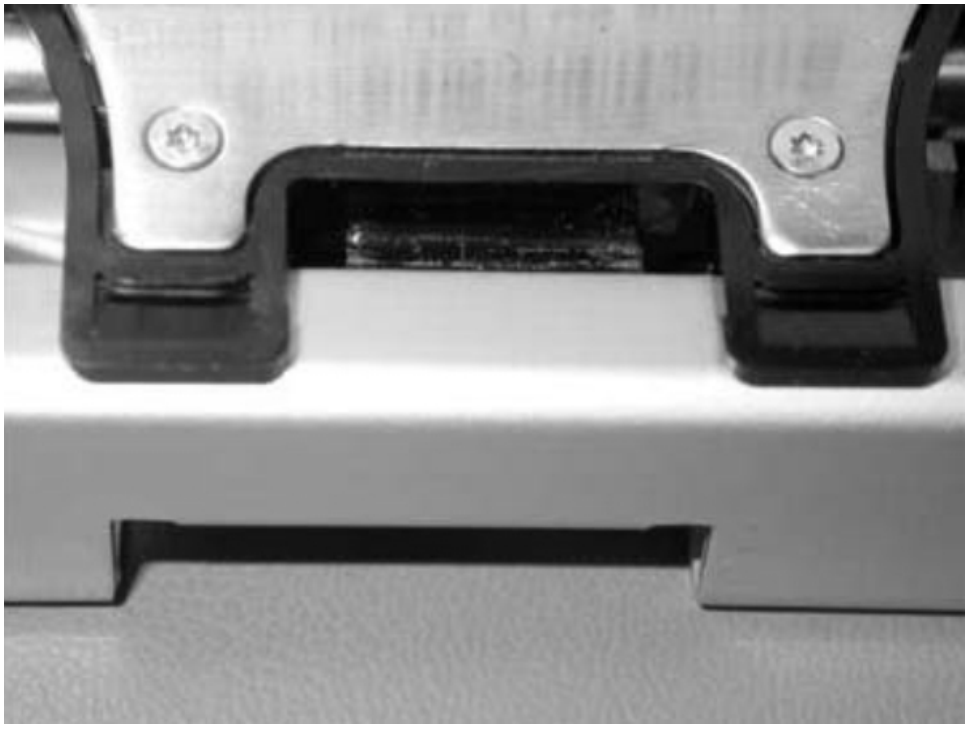

Figure 7-100. Slide over sheet metal edge
3) Slide the Picker over the sheet metal edge on the M2 Robot Assembly (see Figure 7-100).